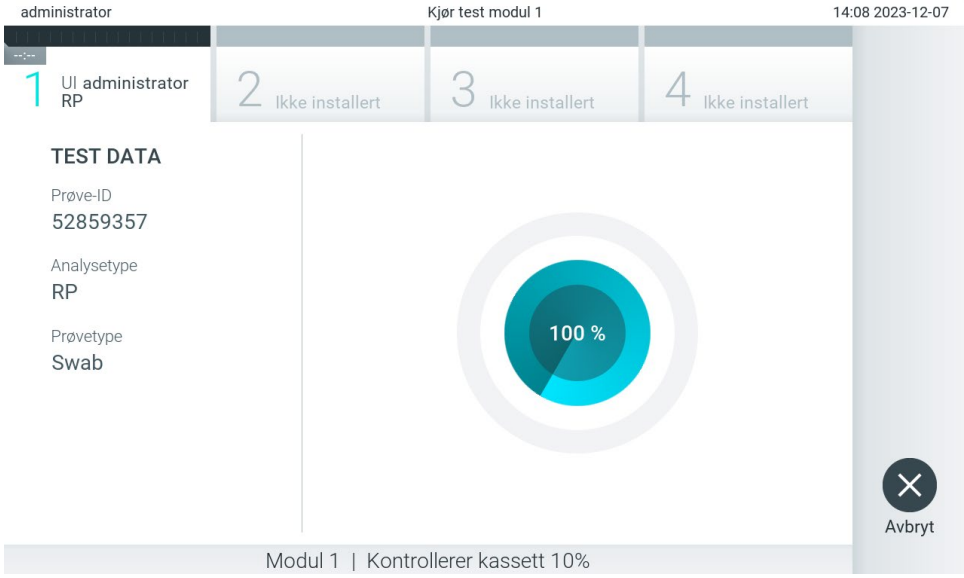

Figur 28. Testutføring og visning av gjenværende kjøringstid.
9. Mens testen kjøres, vises gjenværende kjøretid på berøringsskjermen (figur 28).